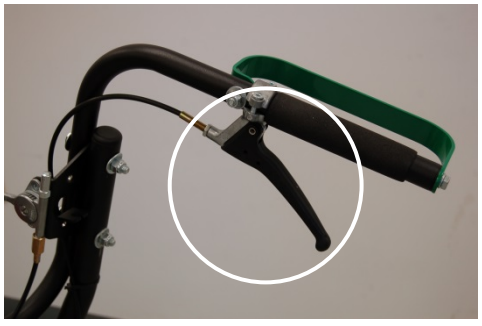
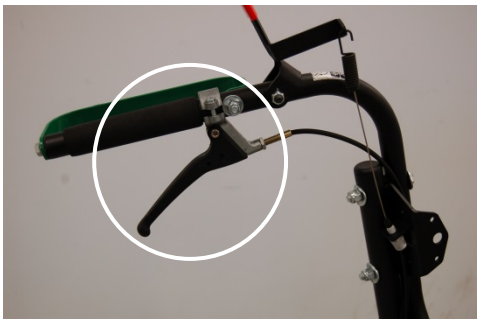

Fig. 5 Right Handle
Fig. 6 Left Handle
2. Pull Forward (See *Fig. 5)* or Reverse Drive lever (See *Fig. 6*) up to engage transaxle in desired direction.
1. Release drive lever (*Fig. 5/6*) to disengage transaxle.